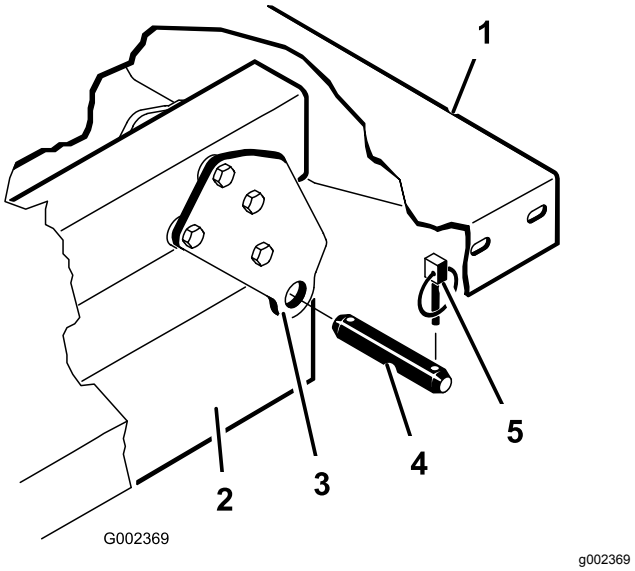

**Figuur 35**
**Opmerking:** Zorg ervoor dat de achterste draaiplaten zijn bevestigd aan het frame van de laadbak/balk zodat het achterste uiteinde naar achteren draait (Figuur 35).